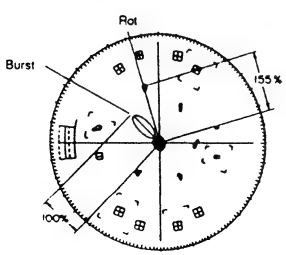

Abb. 4-45
Verwendung eines Vektorskops (Abb. 4-45)
3) Die Tasten [U] und [D] drücken, so daß der Rotvektor 155% ± 10% des Burstsignalpegels beträgt (Abb. 4-45).
4) Die [ENTER] Taste drücken, um die Daten in den EEP ROM einzuschreiben, und danach eine beliebige Taste drücken, um das Display des Computers auf die Abb. 4-45 zurückkehren zu lassen.